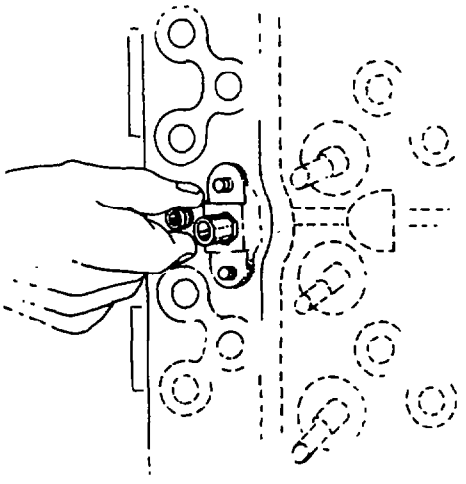

Fig. 44 — Checking Injector Nozzle Sleeves
a. Insert an old fuel injector into each injector nozzle sleeve to check for binding and straightness of studs (see fig. 44).